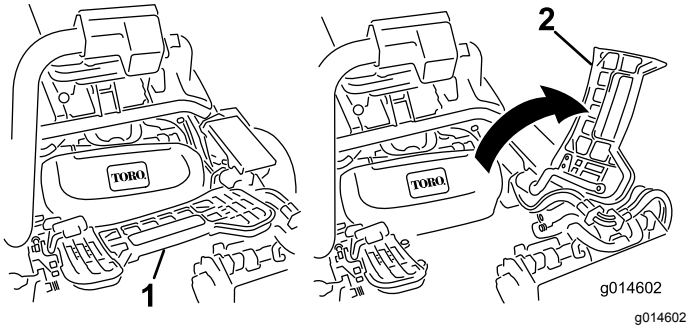

Figur 45
1. Løft opp fothvileren og drei den åpen, slik at man kan komme til midtstillingen til klippeenheten (Figur 45).